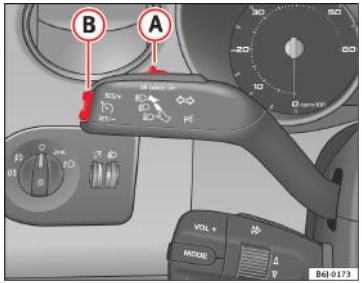

Fig. 120 Maneta pentru semnalizarea direcției şi faza lungă: comutatorul şi comutatorul basculant pentru tempomat
– Deplasați butonul de comandă ⇒fig. 120 Ⓐ spre stânga în poziția **ON** (activat).